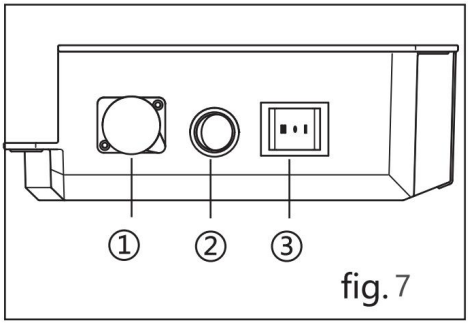

fig. 7
* Istruzioni per il modello pieghevole manuale (fig. 7) · Se la batteria non viene utilizzata per la prima volta o per un lungo periodo, entrerà in stato di ibernazione. A questo punto, tenere premuto ② finché non si sente un segnale acustico, che indica che la batteria è attivata. · ③ è l'interruttore di piegatura ("I" significa piegatura, "II" significa apertura). ①： Porta di ricarica .
Per prima cosa, attiva la batteria premendo ② (fig. 7). Quindi tieni premuto a lungo l'interruttore del telecomando. La sequenza di controllo dei pulsanti del telecomando è la seguente: premi prima B, poi tieni premuto A per aprire e C per chiudere.